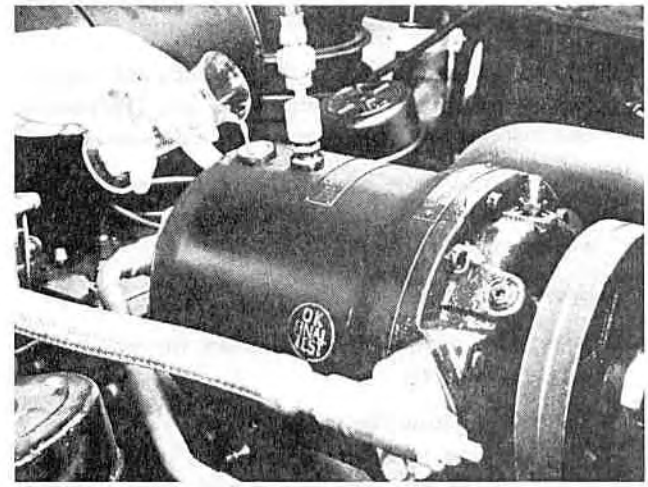

Figure 15—Adding Oil to Compressor
4. Pour 4 ounces of 525 viscosity Frigidaire oil from a graduated bottle or container into the high pressure relief valve opening. See figure 15.